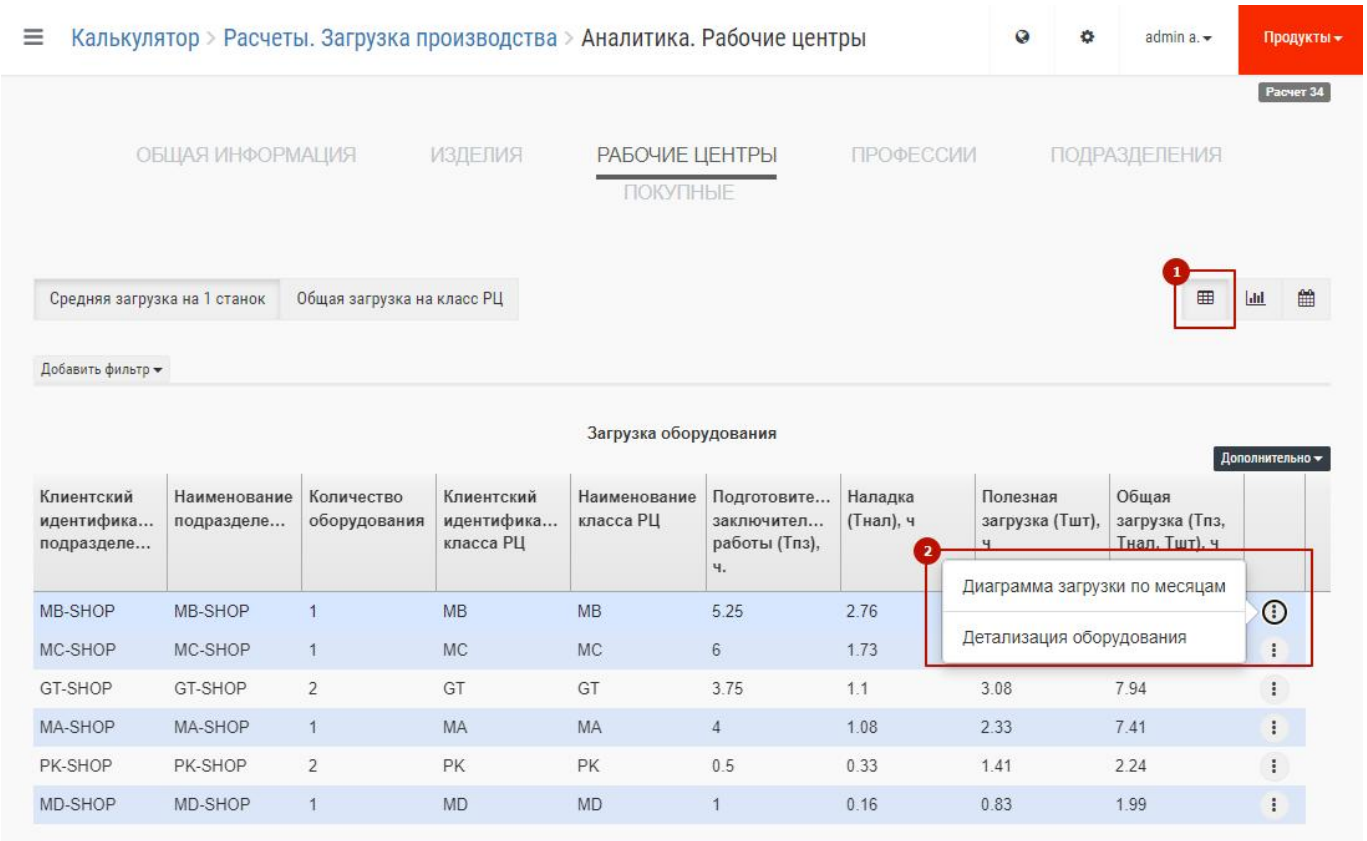

Рис. 71 – Загрузка оборудования в табличном виде
- в табличном виде, показывается общая загрузка на план заказов (1 основная форма показана на Рис. 71). Позволяет также увидеть диаграмму загрузки выбранного РЦ по месяцам и детализацию оборудования, входящего в РЦ. Для входа необходимо нажать на значок ⋮ затем в появившемся меню выбрать нужный пункт (2 на Рис. 71).